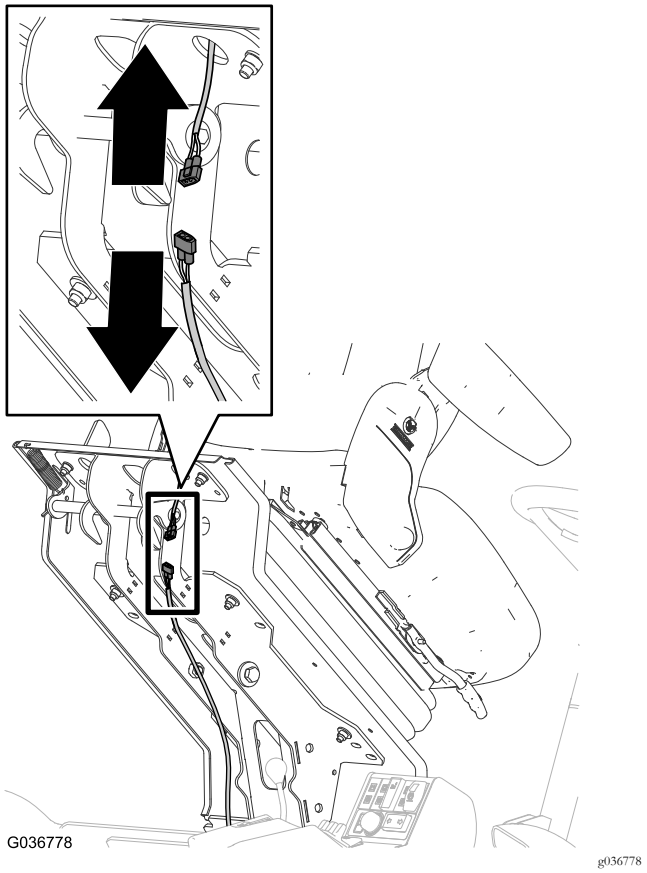

Bild 8
1. Ziehen Sie den Anschluss für den Kabelbaum des Sitzschalters vom Anschluss des Kabelbaums der Maschine ab (Bild 8).